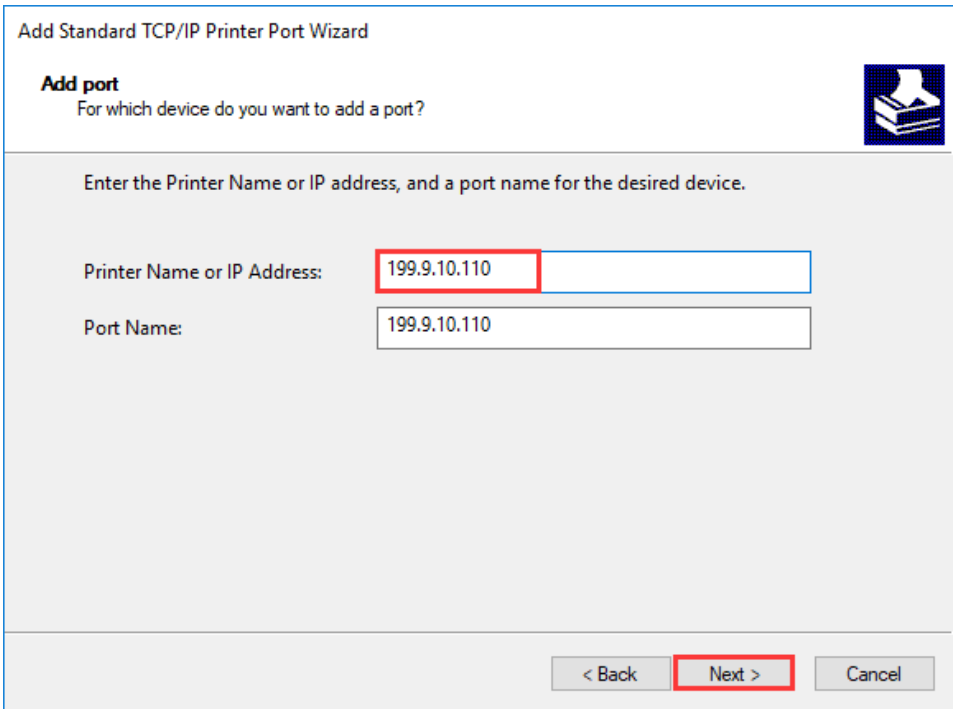

Figure 2-38 Add Port Screen
7. On the "Add Port" screen, enter the IP Address of the printer (Note: the IP address here must be consistent with the IP address of the printer that has been set, and the port name will be generated automatically), and then click "Next", as shown in Figure 2-38.